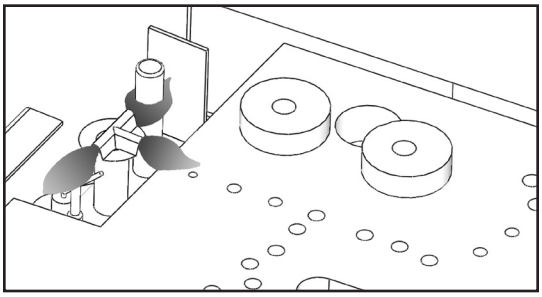

Figure 6: Pilot Flame.
1. Turn off the gas to the fireplace. **If not recently done, remove the door and let the unit air out for at least five (5) minutes to clear out any gas.** Turn on gas to the heater. Leak test all joints with soapy water. **NEVER USE OPEN FLAME FOR LEAK TESTING.**
2. Start the pilot by pressing the gas control knob and turning it to PILOT. While holding the gas control knob in, press the piezo ignitor several times until the pilot light starts. Hold the gas control knob in for 30 seconds. Check that the pilot has fully engulfed the thermocouple assembly (refer to Figure 6).
Periodically do a visual check of the pilot flames. One flame should encompass the ignitor and thermocouple and the other should burn over the burner ports (see Figure 6). Also check that the burner is operating correctly, refer to Figure 56.